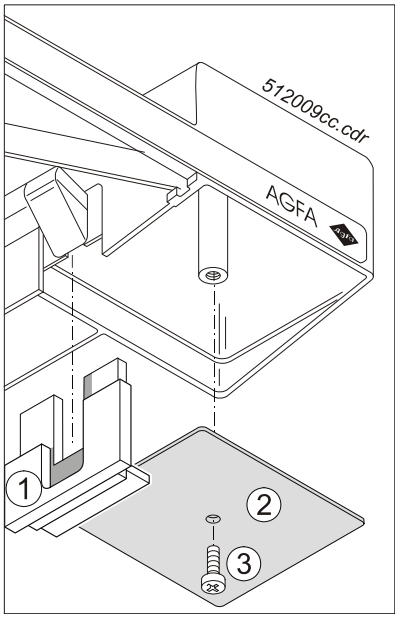

Figure 10: Positioning of the seal
1. Insert the enclosed seal from below into the provided recess of the display housing (see ① in figure 10). The rib of the seal must be on the inside of the display housing.
2. Clamp the bottom plate of the display housing on the sealing rib (see ② in figure 10).
4. Mount the bottom plate by means of screw ③ removed before.